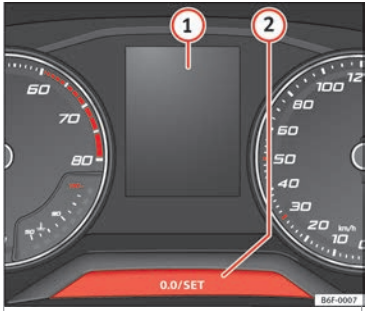

Fig. 51 Cuadro de instrumentos
La indicación de los intervalos de servicio aparece en la pantalla del cuadro de instrumentos ››› **fig. 51 ①**.